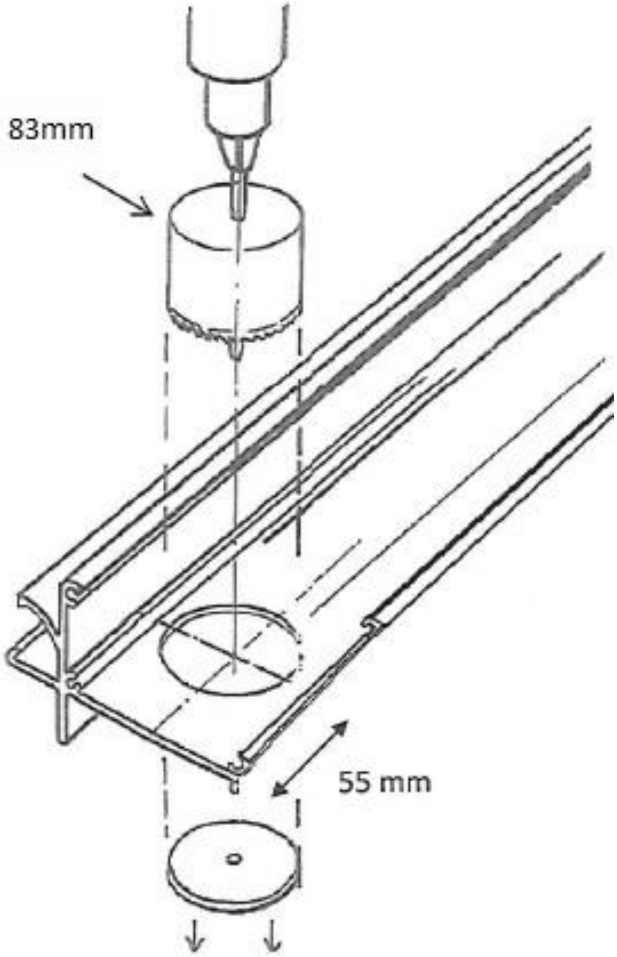

Abb. 5
1.9 Bestimmen Sie wo der Wasserablauf hinkommen soll, rechts oder links direkt über dem Pfosten/Ständer. Abb.: 5
1.10 Bohren Sie die Öffnung für den Wasserablauf mit dem mitgelieferten Lochbohrer 83mm. Abb.: 5